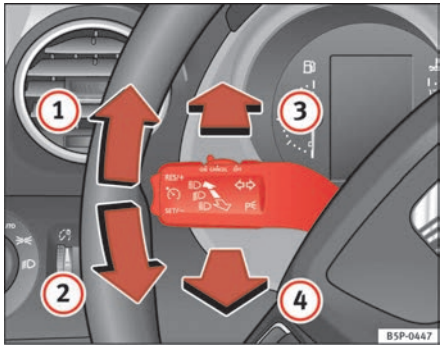

Fig. 77 Indicator and main beam headlight lever
– Move the lever all the way up ⇒ page 116, fig. 77 (1) to indicate **right**, and all the way down (2) to indicate **left**.
– Press the lever forward ⇒ page 116, fig. 77 (3) to switch on the main beams.